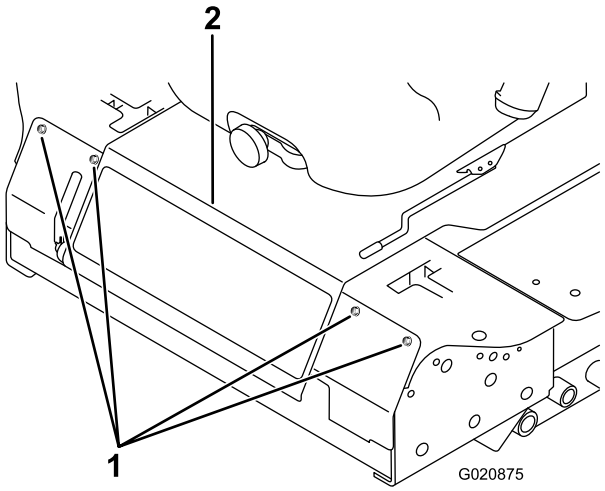

Figur 55
3. Lossa bultarna som fäster den främre panelen och ta bort den (Figur 55).